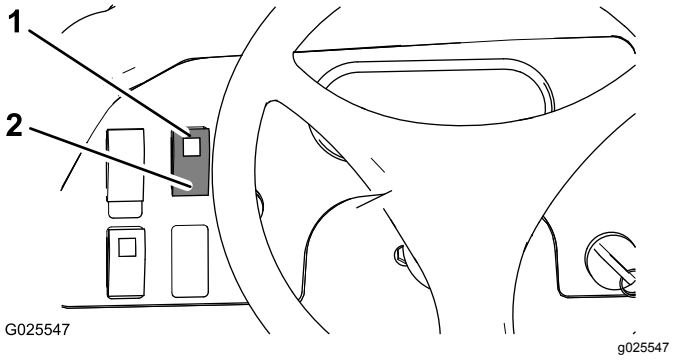

**Figur 24**
- Trykk utjevningssperrebryteren opp for å aktivere utjevningssperren (Figur 24).
- Trykk utjevningssperrebryteren opp for å deaktivere utjevningssperren (Figur 24).